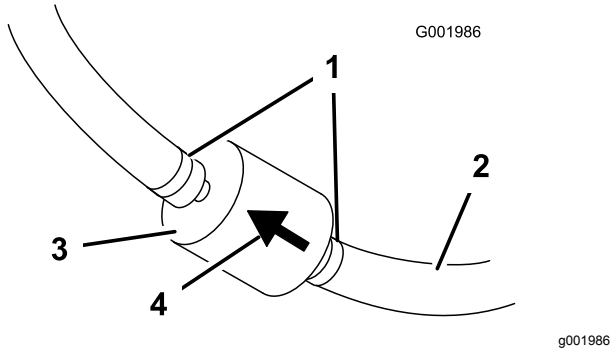

**Figuur 44**
5. Druk de uiteinden van de slangklemmen naar elkaar toe en schuif ze weg van het filter (Figuur 44).